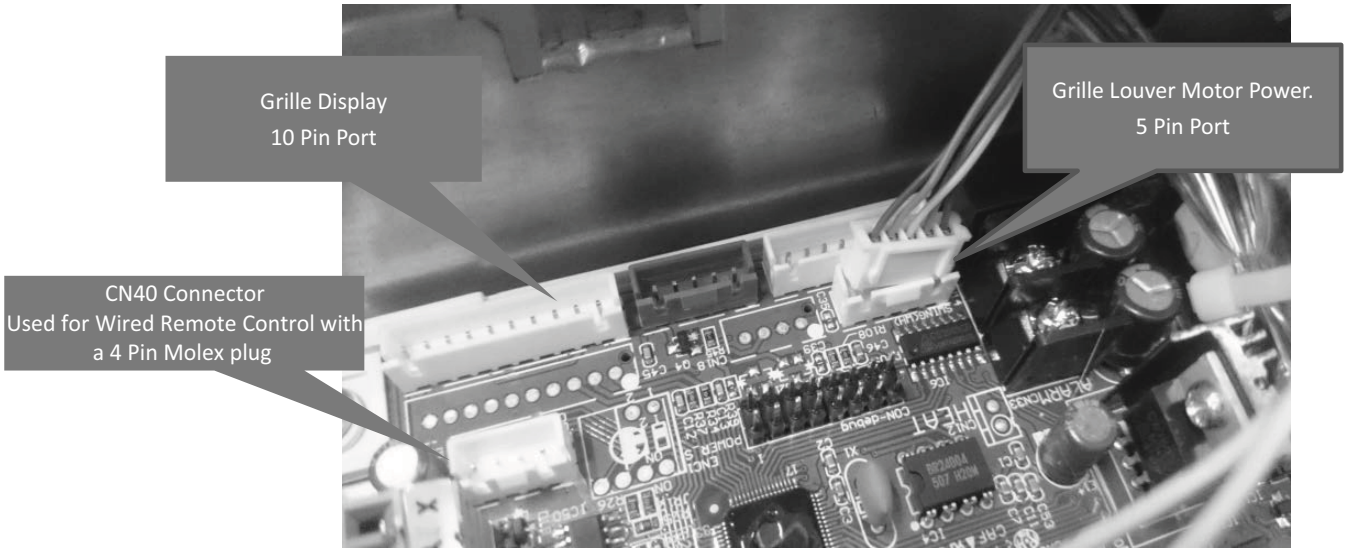

Fig. 23 — Panel Cassette Connections
5. Connect the decoration panel's two wires to the unit's mainboard (see Fig. 23).